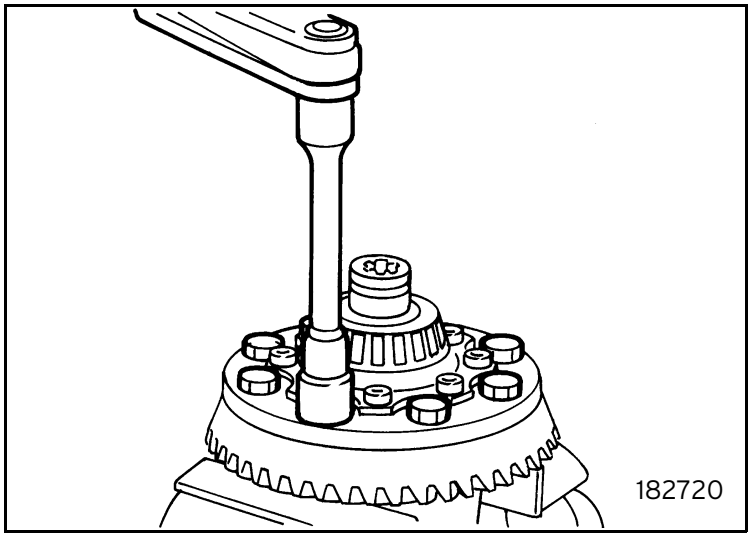

Fig. 20
- Fit the crown on the planet gear seat and apply strong thread adhesive 52A70. Fasten the screws in a criss-cross fashion at the specified tightening torque (figure 20):